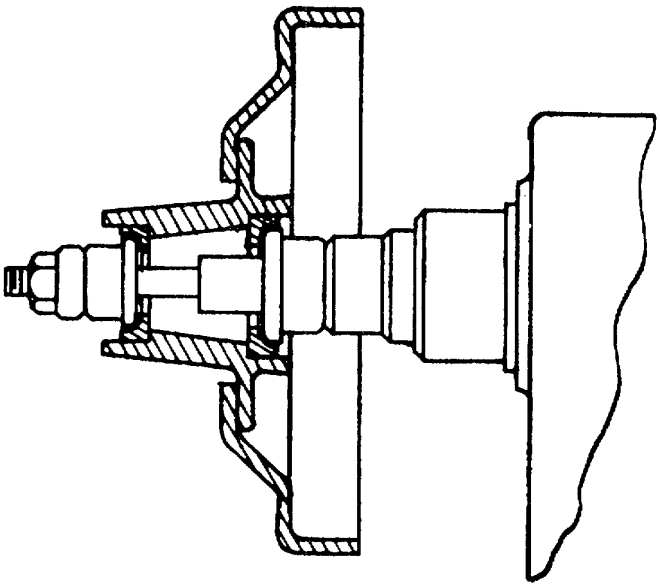

Fig. 1-4 - BALL BEARING EQUIPPED HUB
c.-Ball Bearing Equipped Hub. Select the proper Radii Cone to fit into the inner and outer bearing cups. Radius of Radii Cone selected should seat in Center of bearing cup radius. Place Radii Cone for inner bearing cup onto Arbor followed by drum and Radii Cone for outer bearing cup. Place additional Spacers on Arbor so that when the Arbor Nut on the end of Arbor is tightened, the two Radii Cones are drown up securely to the bearing cups. Make sure bearing cups and Radii Cones are clean before mounting (see figure 1-4).